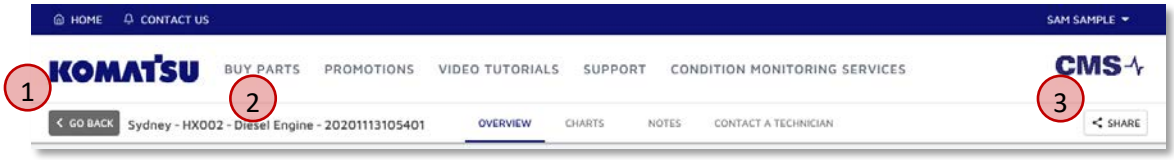

Figure 3.3 Sample Details – Navigation
The navigation bar at the top of the page displays information about the unit we are viewing, along with some buttons to move to different pages (Figure 3.3).
We have a **Go Back** button (① in Figure 3.3), which will return us to the previous page we have come from.
There are also a number of pieces of information relating to this sample (②in Figure 3.3); namely the **Customer, Unit, Component and Sample Number**. These are all clickable links, and will take us to the sample page, searching for the item clicked on.
For example, if we click on the unit number (HX002 in Figure 3.3), it takes us to the search page, and provide the search results for all other samples for HX002.
Finally, on the right-hand side, we have a **Share** button (③ in Figure 3.3), which will copy the current page address (URL) to your clipboard, so we can send the link to a colleague. This will take them to the same search results that we are seeing.